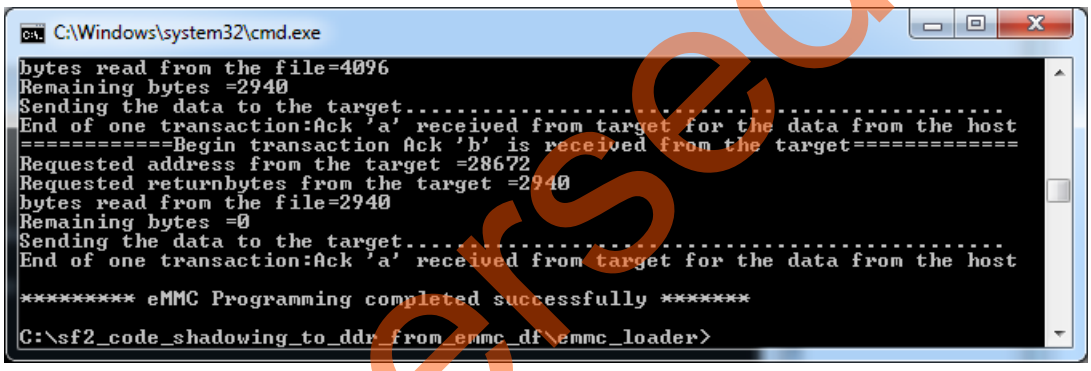

Figure 15 • **eMMC Program Successful**
5. After programming the eMMC device successfully as shown Figure 15 on page 19, change DIP switch1 to **OFF** position. This selection makes the boot engine to run from fabric after SmartFusion2 device reset.